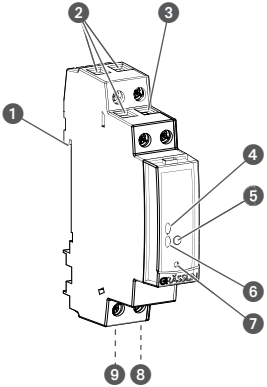

Bild 1: Kopplingsur
Kopplingsuret är en timer, som monteras med ett klicksystem på en DIN-skena (bild 1/❶). Det styr respektive apparat det är anslutet till. Kopplingsuret har 1 kanal och kan manövreras via en manöverknapp (bild 1/❺). Kopplingsurets läge visas på 2 lysdioder (bild 1/❹ och ❻). Kopplingsuret kan programmeras via en mobil enhet via en app eller PC-mjukvara. Radiosignalens frekvens ligger på 2,4 GHz och max. sändningseffekt är 1,8 mW.